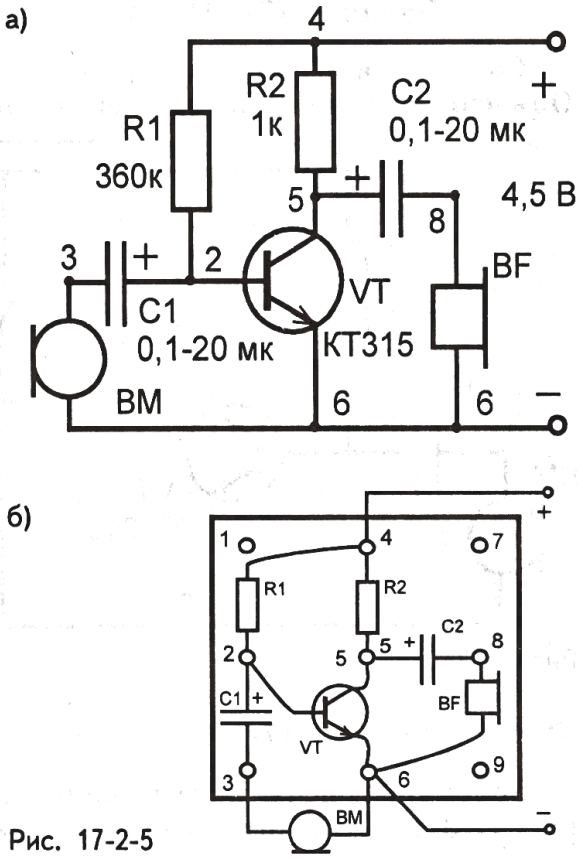

Рис. 17-2-5
2. Соберите конструкцию УЗЧ по рис. 17-2-5, а и б и проверьте ее в работе. Резистор *R2*, включенный в коллекторную цепь вместо телефона, служит нагрузкой усилительного каскада. Конденсатор *C2* предотвращает замыкание коллектора транзистора с отрицательным электродом источника питания через катушку телефона *BF*.